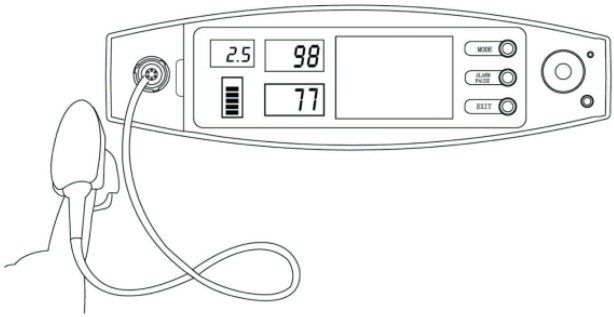

Figure 4. Croquis du placement du doigt
- Le doigt doit être placé correctement (voir figure 4 ci-jointe), car une mauvaise installation ou position de contact du capteur influencera la mesure.
Introduire le doigt dans la sonde comme illustré dans la Figure 4.
(L'apparence de la sonde réelle peut être différente de celle illustrée à la Figure 4, veuillez-vous référer à la sonde réelle).